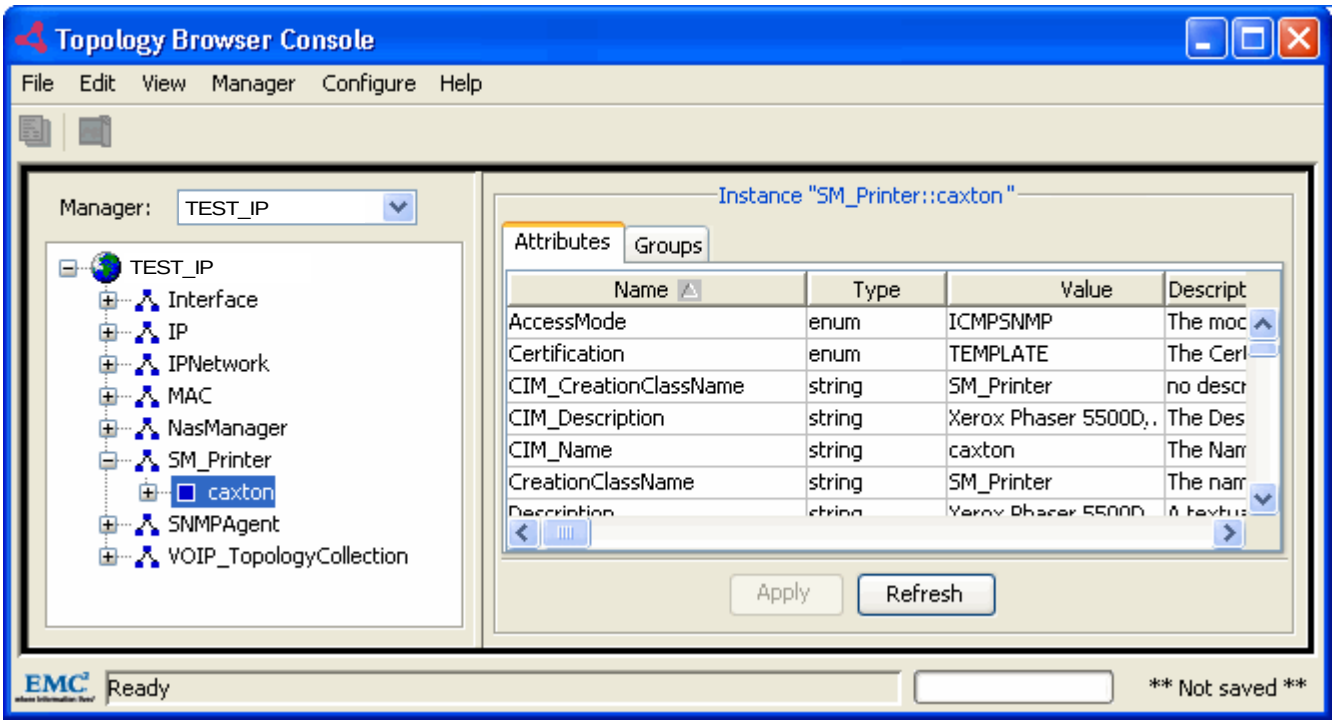

Figure 3 Printer discovered as an instance of SM_Printer
3. Verify that the printer has been added to the topology as an instance of the new SM_Printer class, as shown in Figure 3 on page 37.